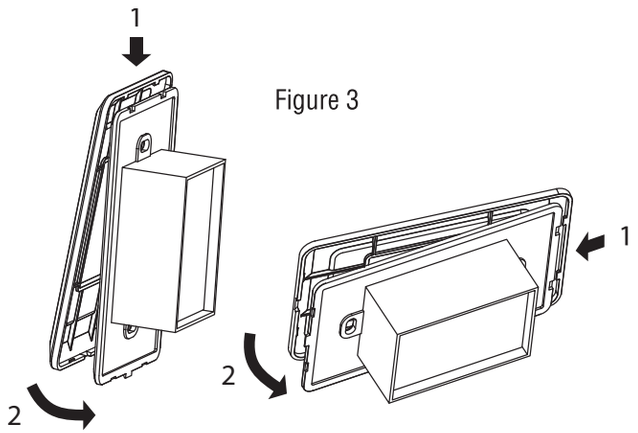

Figure 3
5. Installez le couvercle sur l'appareil en insérant les deux petites languettes sur le dessus (ou le côté gauche) du couvercle, dans les fentes de l'appareil d'éclairage en premier. Poussez ensuite délicatement sur le côté opposé du couvercle avec la languette en retrait dans l'appareil, jusqu'à ce que le couvercle soit engagé en position. **Le défaut d'observer cette séquence causera le bris des languettes du couvercle !** (Voir la Figure 3.)